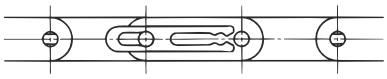

Figure 18: Slide Spring Clip Over Grooves in Pin Ends
1) Spring clips are used to secure the connecting link of chain sizes smaller than RF2060 and RS60. Insert the pins of the connecting link into the bushes of the free inner links, place the link plate over the pin ends, and slide the spring clip over the ends of the pins so that the slot and the fingers of the clip engage the grooves securely (Figures 18 and 19).